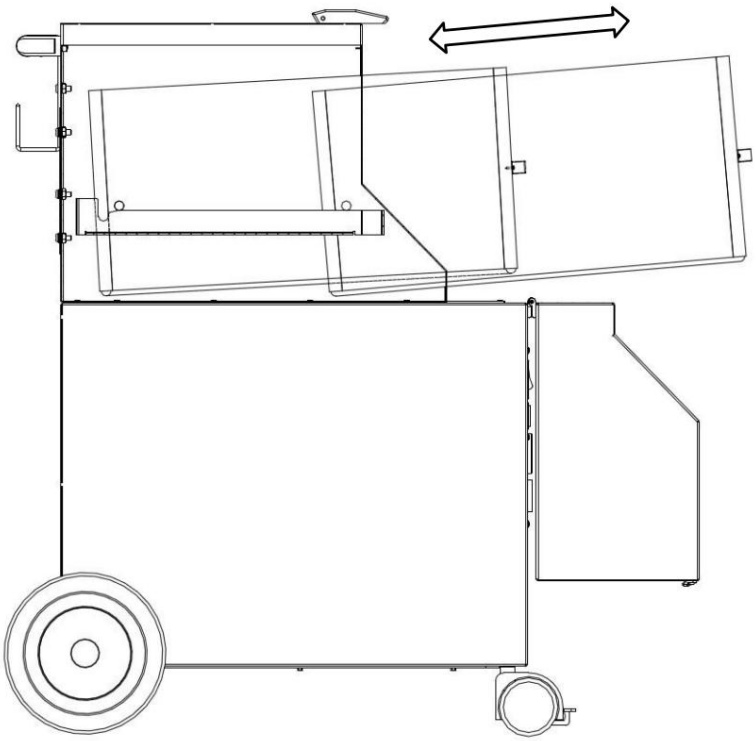

Figura 6, Cambio de filtro
• En la parte trasera, el filtro principal se desliza sobre perfiles guía con pernos montados lateralmente, lo que lo levanta. Esto evita daños en el sello trasero (véase la figura 6). • A continuación, sujete el filtro por la parte posterior con la mano libre. Levántelo de la unidad con ambas manos y colóquelo sobre una superficie de trabajo limpia y nivelada. • Retire con cuidado la esterilla del prefiltro del filtro principal para